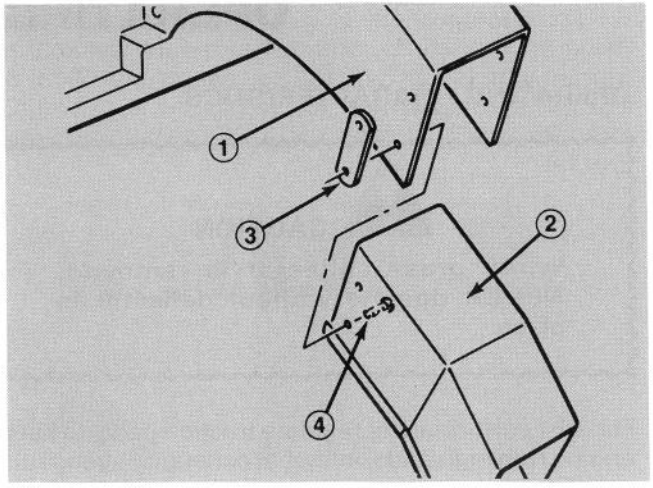

Figure 24
11. On Groundsmaster 220D, install chute extension provided with kit. Attach chute extension to grass catcher hood with (2) nut plates, (4) button head screws, using existing mounting holes (Fig. 24).